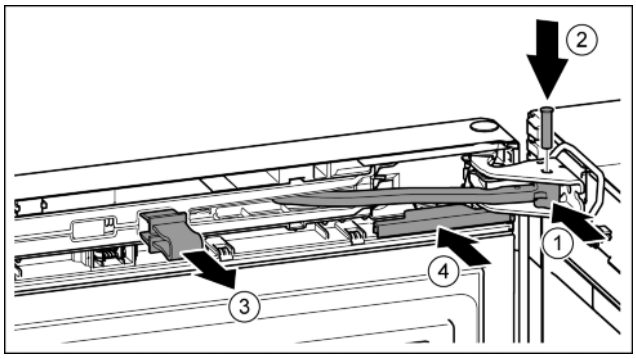

Fig. 40
- ▶ Turn the hinge in the bearing bracket. *Fig. 40 (1)*
- ▶ Insert bolt into the bearing bracket and hinge. Ensure here that the catch is properly fitted in the channel. *Fig. 40 (2)*
- ▶ Remove safety device. *Fig. 40 (3)*
- ▶ Slide on the cover. *Fig. 40 (4)*